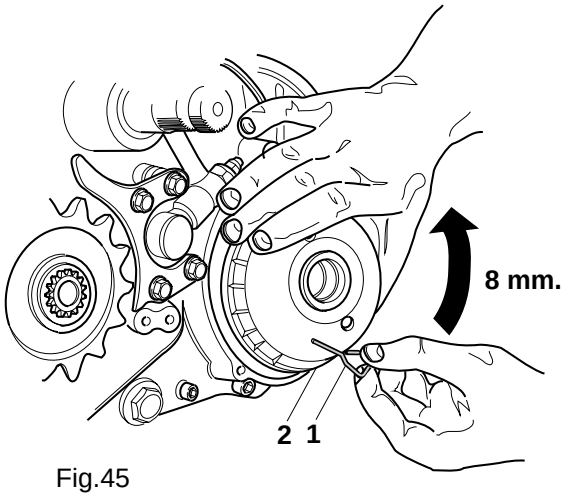

Fig.45
3. Inserire l'apposita spina in dotazione "1" come illustrato in Fig.45.
3. Inserting the suitable pin "1" as illustrated in Fig. 45.
5. Unthreading the rotor " 2" from its own position (Fig.45).
3. Den mitgelieferten Stift "1" einsetzen: siehe Abb.45.
5. Rotor "2" von seinem Sitz herausnehmen (Abb. 45) .
3. Insérer la cheville en dotation "1" : voir fig.45.
5. Enlever le rotor "2" de son siége (Fig.45).